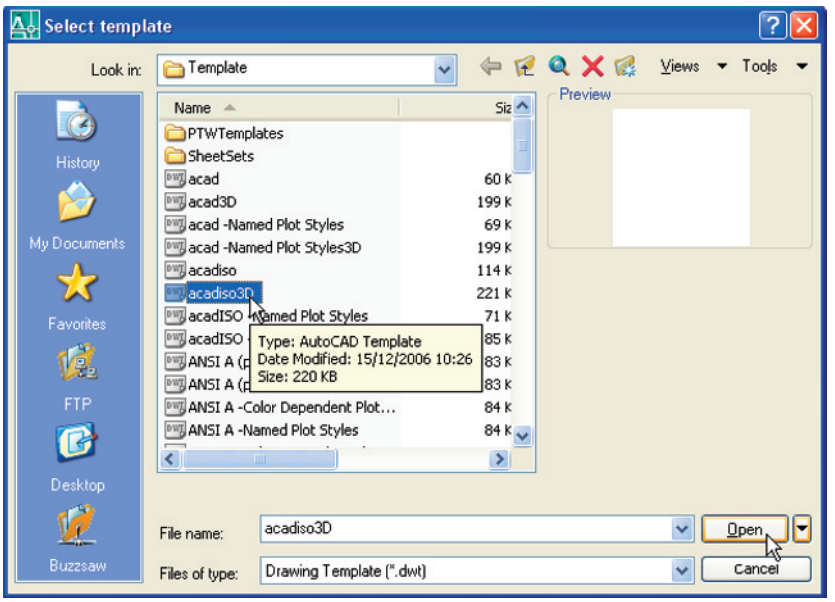

Fig. 16.1 Selecting **acadiso3D** from the **Select template** dialog
1. *Click* **New...** in the **File** drop-down menu, followed by a *click* on **acadiso3D** in the file list (Fig. 16.1).